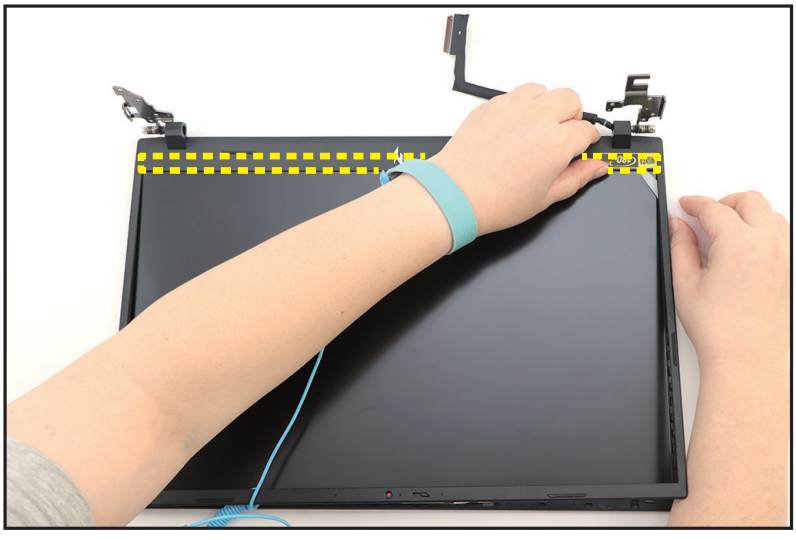
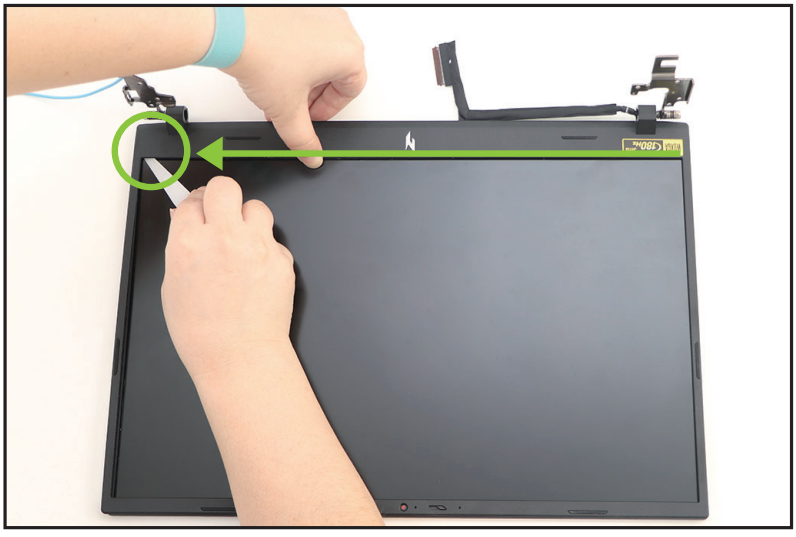

Figure 1-55. LCD Bezel Removal
Figure 1-56. LCD Bezel Removal
4. There is a tape behind the lower edge of the LCD bezel. Use a pry tool to slowly detach the LCD bezel away from the LCD panel as shown in Figure 1-55. While detaching the LCD bezel, ensure to follow the direction from right to left as shown in Figure 1-56.